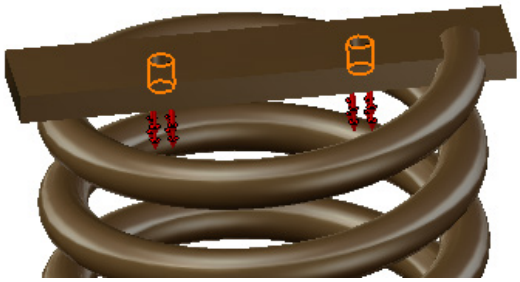

Figure 19-123 Load applied on the holes of the upper face of the spring
3. Enter **-100 N** in the **Z** edit box in the **Force Vector** area and choose **OK**. Figure 19-123 shows the spring after applying the load.